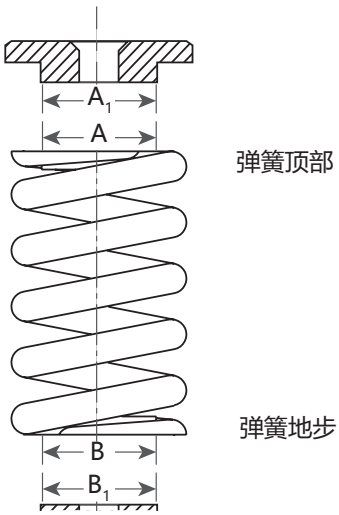

图 37: 弹簧允许误差
- A 和 A_1 之间、B 和 B_1 之间（见图 37）的最大间隙超过：
- 0.031"(0.79 mm)，对内径 (ID) 小于4" (100 mm) 的弹簧。